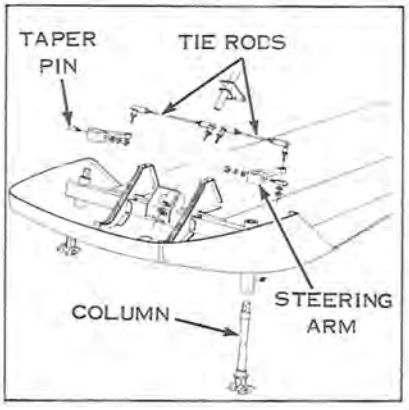

Figure 9-32
b. Remove nuts and lockwashers from tapered lock pins (see Figure 9-32). Remove pins from tie rods. NOTE: To avoid damaging threads while removing pins, thread nuts onto pins until flush with threaded ends of pins. Drive pins out by tapping on nuts with hammer.